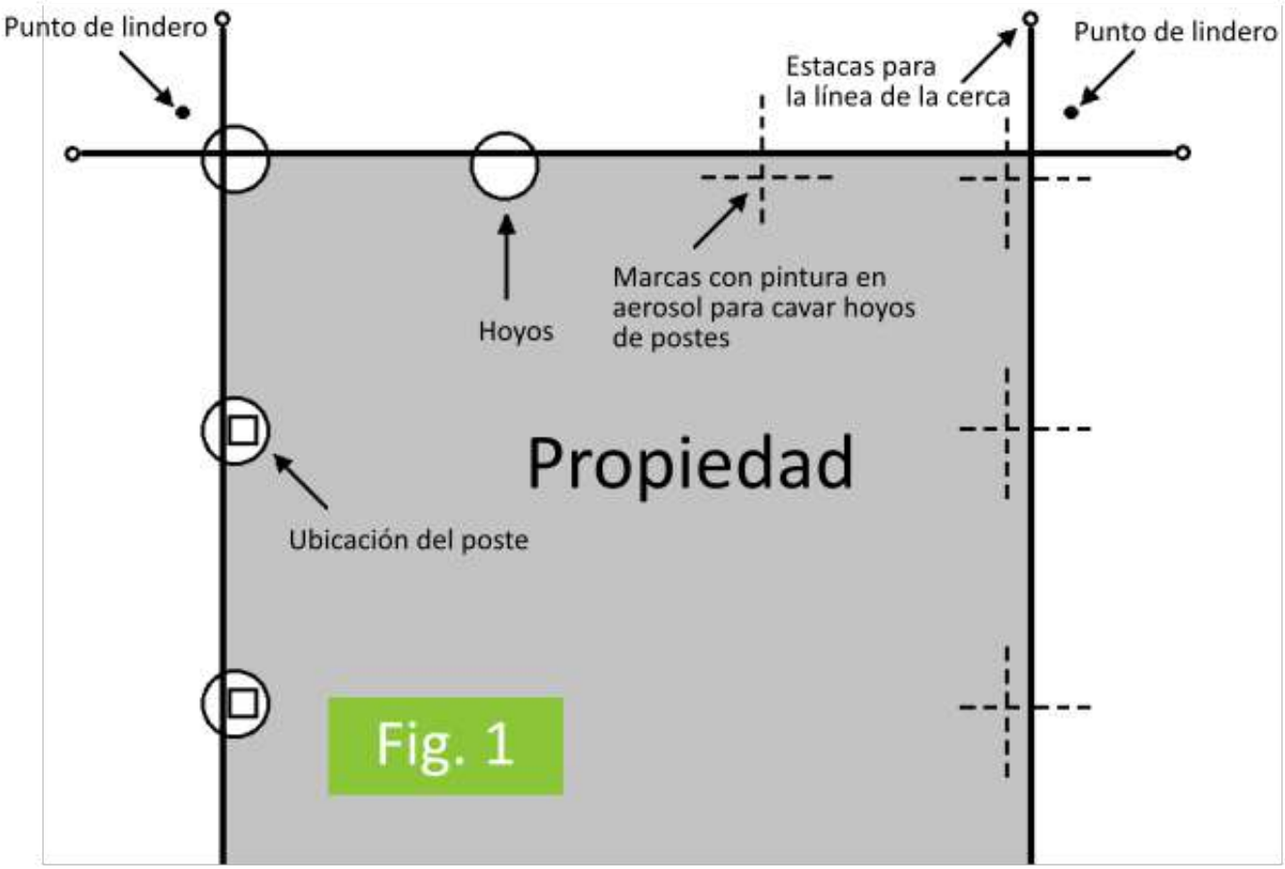

Fig. 1
2. Marque la ubicación de los postes. Pinte con aerosol una línea perpendicular a la cuerda cada 96" centrados. Pinte una línea adicional (formando una cruz) a 2" de distancia de la cuerda para marcar el centro de los hoyos (ver Fig. 1).